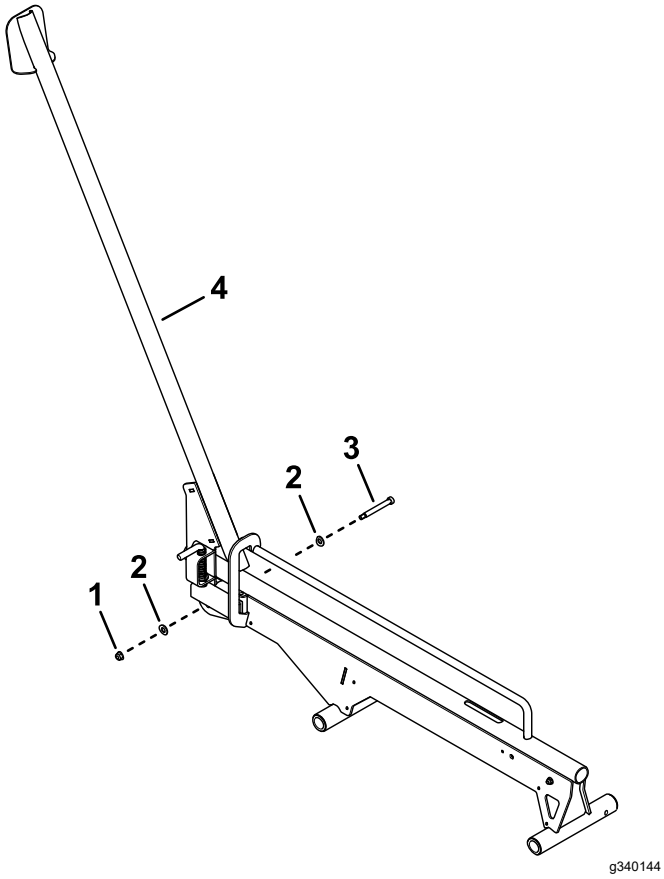

Rysunek 6
8. Użyj nakrętki z kołnierzem (5/16 cala), 2 podkładek i śrub z gwintem niepełnym, aby zamocować najazd do zespołu szyny (Rysunek 6).